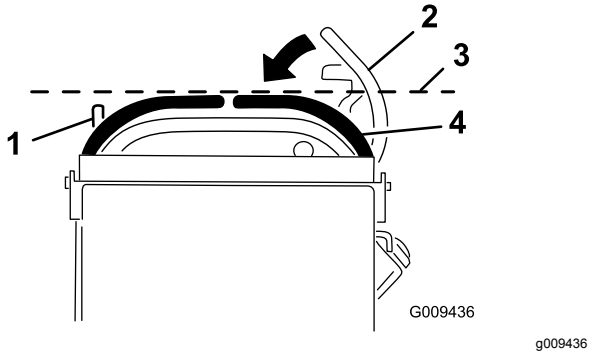

Figuur 67
3. Duw de rechter rijhendel omlaag uit de VERGRENDELDE NEUTRAALSTAND (Figuur 67).
4. Controleer of de rechter rijhendel horizontaal uitgelijnd is met de linker rijhendel (Figuur 67).